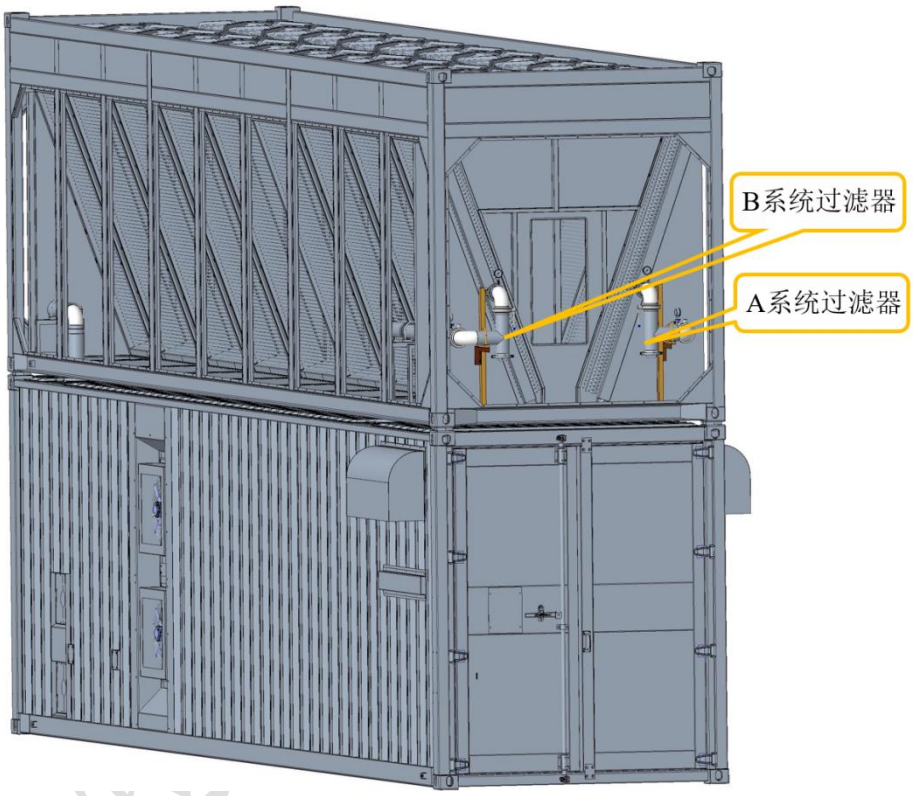

图 9.1 管路检修蝶阀与管道过滤器位置
b) 找到图 9.1 中系统中的检修蝶阀并关闭，打开管道过滤器组件下方放液球阀，对管路局部放液；